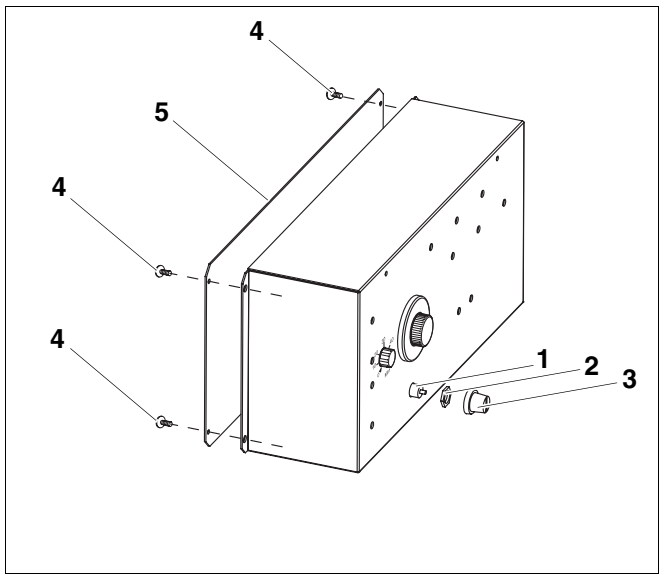

Afb. 60 Bijkomend regeltoestel HT3101E
- Draai de schroeven (afb. 60, **pos. 4**) uit het deksel van de behuizing (afb. 60, **pos. 5**).
- Neem het deksel van de behuizing (afb. 60, **pos. 5**) weg.
- Schroef het beschermkapje (afb. 60, **pos. 3**) eraf.
- Draai de schroefkoppeling van de STB (afb. 60, **pos. 2**) los.